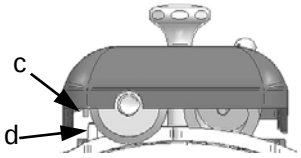

Abb. 37
3.dann loslassen, sodass die Haube auf dem entsprechenden Gegenstift (Abb. 37 Detail d) einrasten kann;